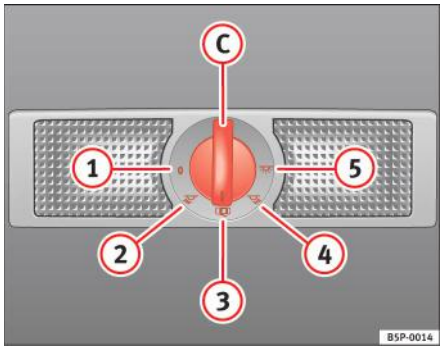

Fig. 78 Capitonajul plafonului: lumini interioare şi lămpi de lectură spate.
Comutatorul ⇒ fig. 78 (C) este utilizat pentru a selecta următoarele poziții:
În poziția ⇒ fig. 78 (1) a comutatorului, luminile interioare şi lămpile de lectură sunt stinse.